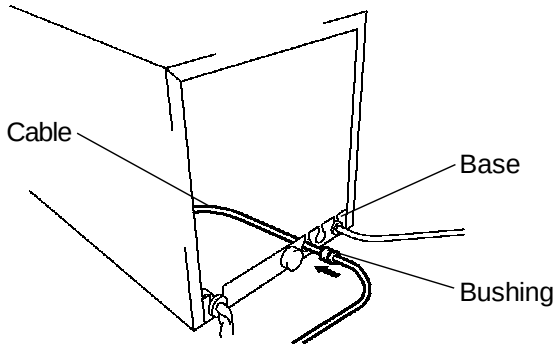

Fig. 9
3) Remove one blind bushing from the unit base and attach the cable to the unit base using the bushing on the Remote Controller. See Fig. 9.